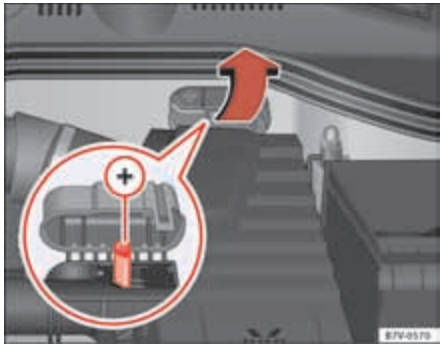
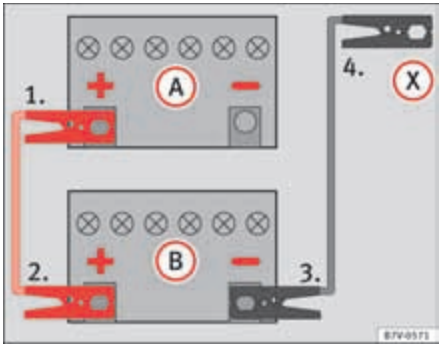

Fig. 225 In the engine compartment: positive pole for starting assistance (+).
Fig. 226 Jump lead connection diagram when the assistance vehicle does not have a Start-Stop system: flat battery (A) and battery supplying current (B).
- Likewise, open the battery cover in the engine compartment ⇒ page 318, or remove the positive pole cap from one side [3], in the direction of the arrow ⇒ page 372, fig. 225.
- Connect one end of the *red* jump lead to the positive terminal ⇒ page 372, fig. 226 (+) or ⇒ page 372, fig. 225 (+) of the vehicle with the flat battery (A) ⇒ ⚠.
- Connect the other end of the *red* jump lead to the positive terminal (+) in the vehicle providing assistance (B).
- For vehicles **without Start-Stop system:** Connect one end of the *black* jump lead to the negative terminal (-) in the vehicle providing assistance (B) ⇒ page 372, fig. 226.